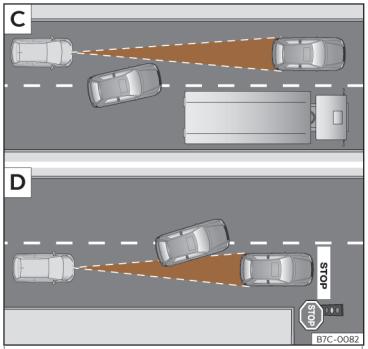

Abb. 163 C Fahrspurwechsel eines anderen Fahrzeugs. D Abbiegendes und weiteres stehendes Fahrzeug.
- Fahrzeuge, die in geringem Abstand auf die eigene Fahrspur wechseln››› **Abb. 163** C.
Es ist möglich, dass ACC nicht auf stehende Fahrzeuge reagiert. Wenn z. B. ein von ACC erfasstes Fahrzeug abbiegt oder ausschert und sich vor diesem Fahrzeug ein stehendes Fahrzeug befindet, reagiert ACC nicht auf das stehende Fahrzeug››› **Abb. 163** D.